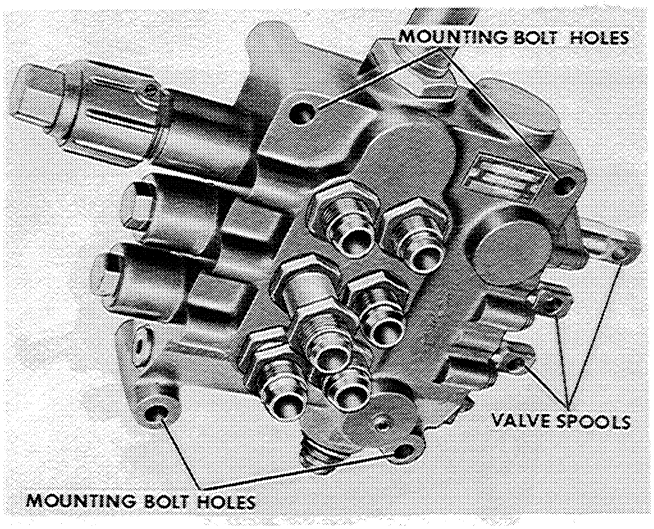

Figure DD-4
2. Disconnect the control levers from the valve spools. Remove the four mounting bolts and remove the valve from the Loader, Figure DD-4.